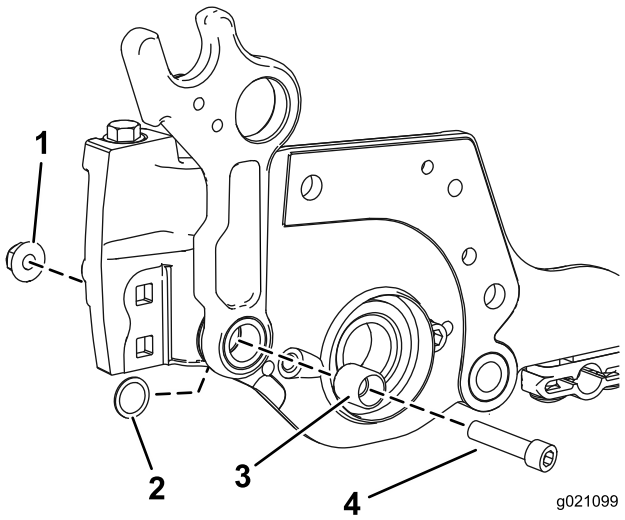

Figura 5
5. Instale um parafuso (3/8–16 x 1-1/4 pol.) e um novo espaçador, e fixe-os utilizando a porca fornecida no kit (Figura 5).
Nota: Certifique-se de que a anilha plana se encontra entre a estrutura e a placa lateral e de que a anilha plana está colocada em redor do espaçador mostrado em Figura 5.